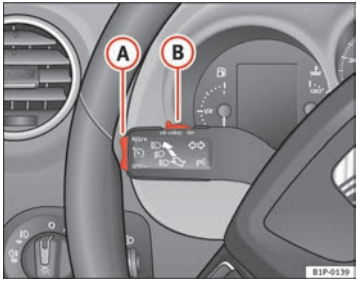

Fig. 132 Indicator and main beam headlight lever: switch and rocker switch for the cruise control
– Push the switch ⇒ fig. 132 (B) to the left to **ON**.